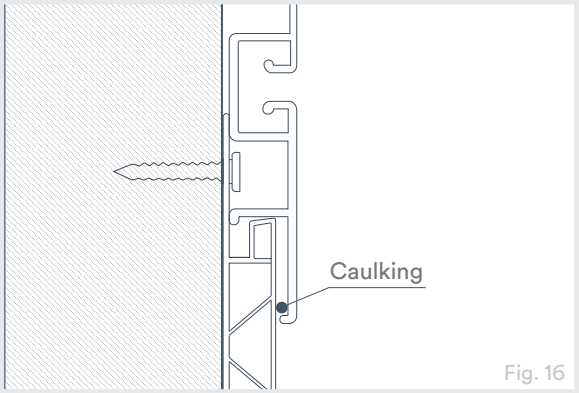

Fig. 16
3. If your installation is in a space with strong air movement, place a bead of silicone inside the bottom lip of the SlatWall panel where it meets the Wall&CeilingBoard panel(s) (Fig. 16). This ensures the panel will remain fixed in place. This is step is optional.